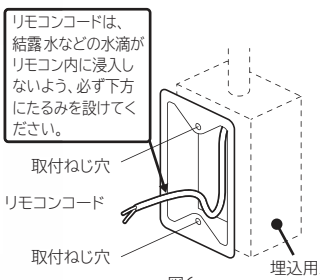

図6
(1) リモコン取付位置に埋込用スイッチボックス(JIS1個用)を取り付けてください。(図 6)
(2) リモコンコードのリモコン側のシールド接地線は使用しないので接地線を